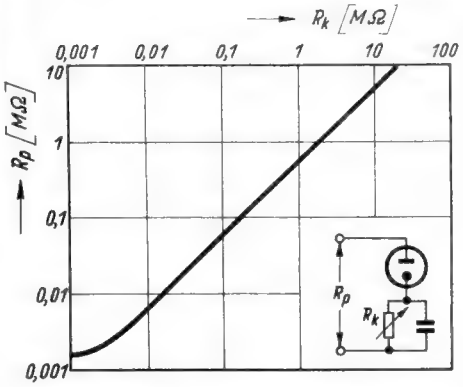

*Bild 140. Eingangswiderstand $R_p$ in Abhängigkeit vom Arbeitswiderstand $R_k$*
**Bild 140** zeigt den Verlauf des Widerstandswertes von $R_p$ in Abhängigkeit von der Größe des Arbeitswiderstandes $R_k$. Die Skala von $R_k$ wird dem resultierenden Widerstand $R_p$ entsprechend geeicht. Die Eichung geschieht einfach durch Vergleich mit frequenzunabhängigen Schichtwiderständen. Es empfiehlt sich, für $R_k$ mehrere, etwa drei umschaltbare Draht- bzw. Schichtregelwiderstände mit je einem festen Vorwiderstand vorzusehen. Der Gesamtbereich von $R_p$ kann so in mehrere Teilbereiche unterteilt werden, und man erhält dadurch eine genauere Einstell- und Ablesbarkeit des $R_p$-Wertes. Je nach Größe von $C_x$ und dessen Verlustfaktor wird ein Widerstand